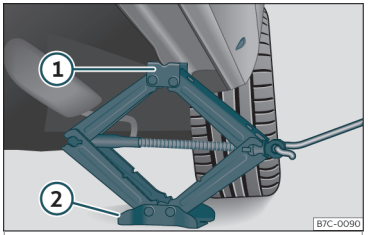

Fig. 34 Larguero: colocación del gato del vehículo.
- Gire la manivela del gato*, situado bajo el punto de apoyo del larguero, para elevarlo hasta que la pestaña ① ››› **fig. 34** quede situada bajo el alojamiento previsto.
- Alinee el gato* de modo que la pestaña ① "agarre" en el alojamiento previsto del larguero y la placa base móvil ② quede apoyada en el suelo. La placa base ② debe caer en la vertical respecto al punto de apoyo ①.